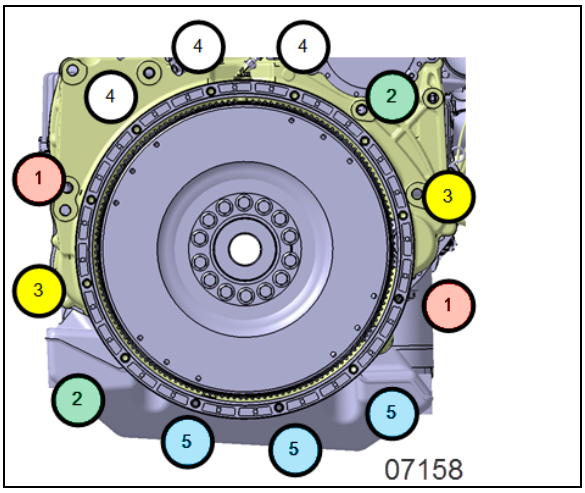

FIGURE 13: MOTIF ÉTOILÉ
11. Serrer les vis graduellement suivant un motif étoilé comme montré dans Figure 13.